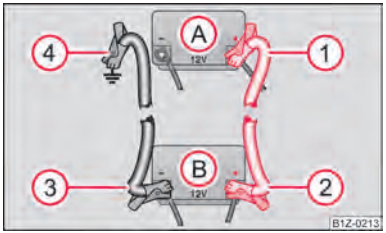

Fig. 171 Jump-starting using the battery from another vehicle: A - flat vehicle battery, B - battery providing current
– Attach one end ① ⇒ fig. 171 to the positive terminal of the discharged battery Ⓐ.
– Attach the other end ② to the positive terminal of the battery supplying the power Ⓑ.